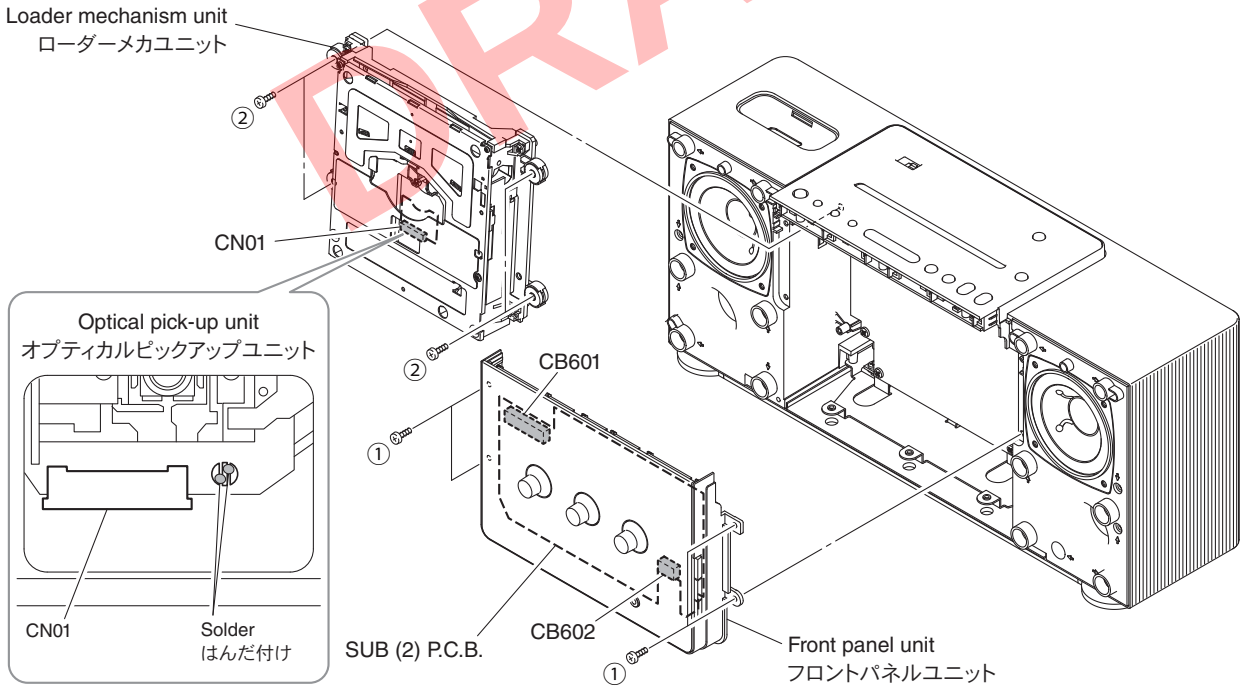

Fig. 2
a. Remove 4 screws (①). (Fig. 2)
b. Remove CB601 and CB602. (Fig. 2)
c. Remove the front panel unit. (Fig. 2)
a. Solder the lands on the MAIN P.C.B. of the loader mechanism unit with the anti-static soldering iron. (Fig. 2)
b. Unlock and remove the CN01 of the optical pick-up unit. (Fig. 2)
c. Remove 4 screws (②). (Fig. 2)
d. Remove the loader mechanism unit. (Fig. 2)
a. ① のネジ 4 本を外します。(Fig. 2)
b. CB601、CB602 を外します。(Fig. 2)
c. フロントパネルユニットを外します。(Fig. 2)
a. ローダーメカユニットの MAIN シート上の端子間を静電気対策はんだこてを使用してショートします。(Fig. 2)
b. ロックを外し、オプティカルピックアップユニットの CN01 を外します。(Fig. 2)
c. ② のネジ 4 本を外します。(Fig. 2)
d. ローダーメカユニットを外します。(Fig. 2)